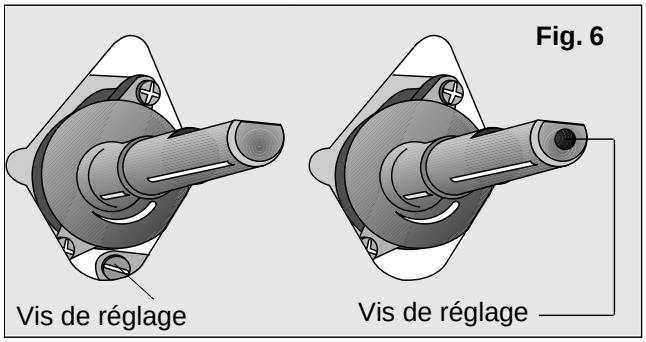

Fig. 6
4) La vis de réglage du débit réduit de chaque brûleur est située sur le corps du robinet **(Fig. 6)**.